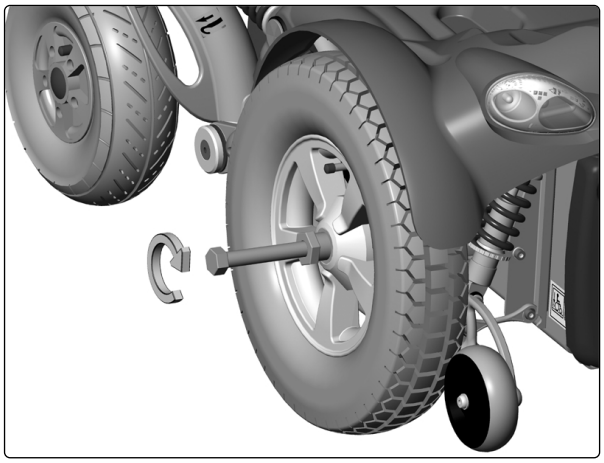

Abb. 12. Abziehgerät 304103-99-0.
4. Ziehen Sie das Rad von der Achse; falls das Rad fest sitzt, das Abziehwerkzeug 304103-99-0 einsetzen, s. Abb. 12.